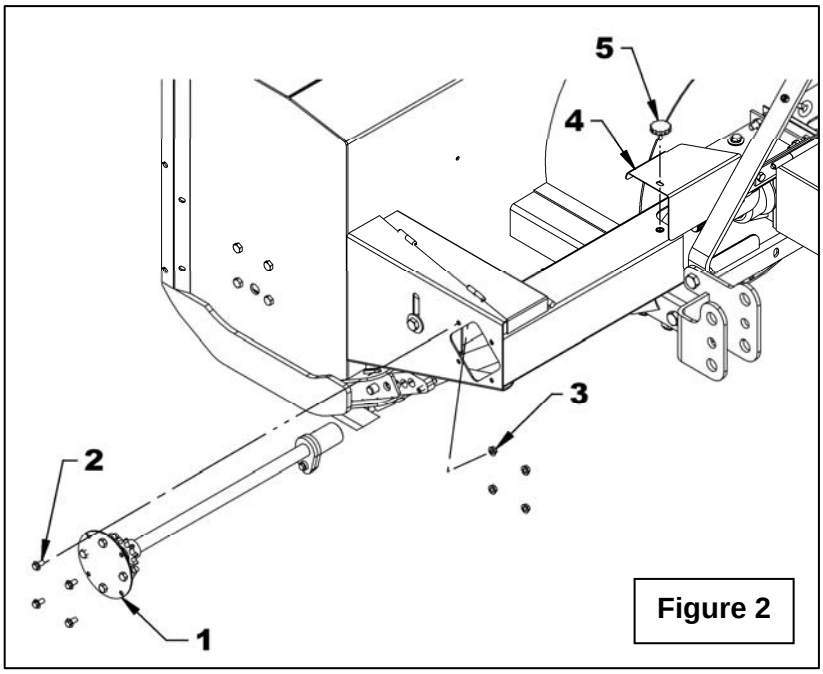

Figure 2
2. **Figure 2:** Remove the rear guard (item 4) by unscrewing the knob (item 5). Remove the drive shaft (item 1) by unscrewing the four bolts and nuts (items 2-3). Keep this hardware for further use.
7. **Figure 7:** Install the pre-assembled plate (item 1) aligning it with the splined shaft of the gearbox and secure with the four serrated flange bolt 3/8" NC x 3/4" lg. and nuts taken off on figure 2. Tighten to 20 lbs-ft (27 N-M). Reinstall the rear guard.